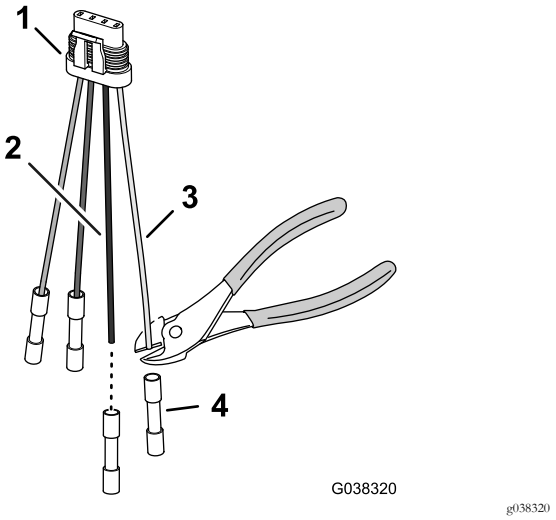

Figura 37
1. Corte os conectores de juntas para o fio rosa e os fios pretos do adaptador de 4 pinos (Figura 37).